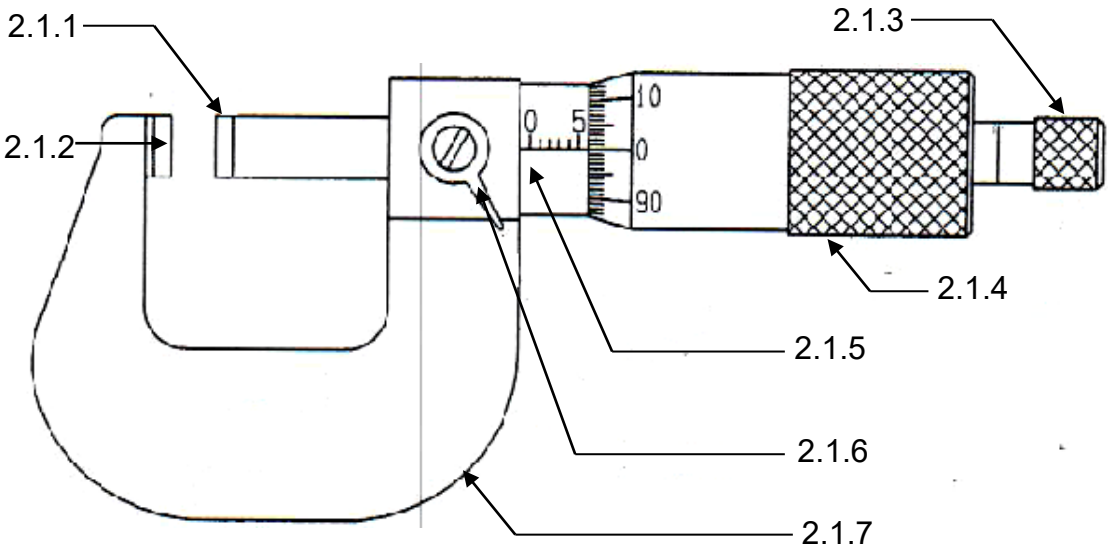

FIGURE 1
2.1 FIGURE 1 shows a diagram of an outside micrometer.